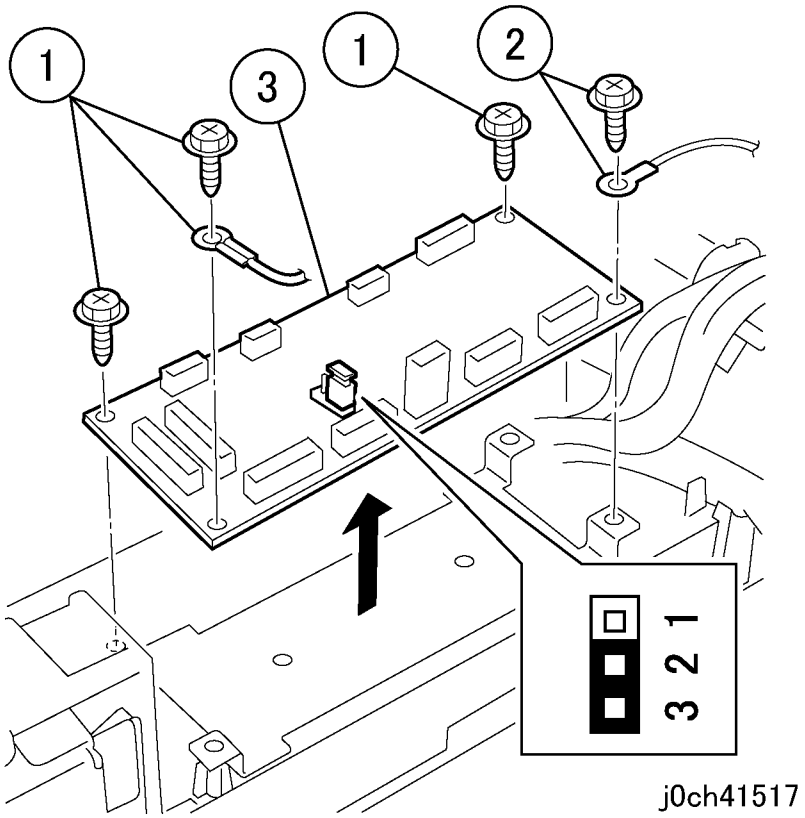

Рисунок 2 Снятие PWB (j0ch41517)
3. Снимите PWB управления DADF/ADF (рисунок 2).